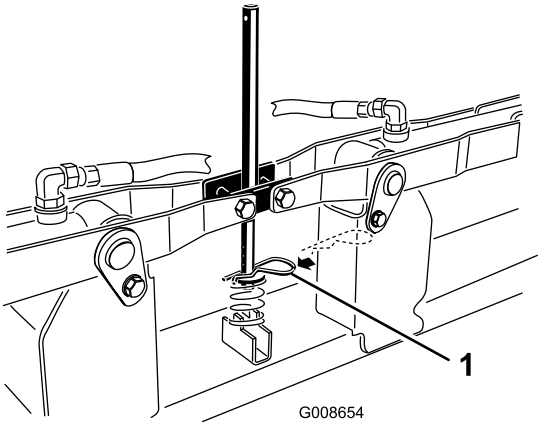

Figure 12
22. While compressing the spring, insert the hair pin cotter into the second hole from the bottom of the shaft (Figure 12). To change the spring tension, move the hair pin cotter to another position on the shaft.